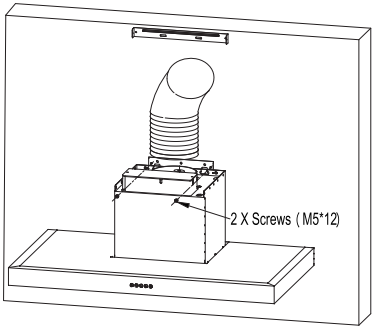

Fig.6
- Fit the exhaust pipe on the main body, lock screws (M5*12) to prevent the range hood from accidently sliding off the installation plate. See Fig.6.